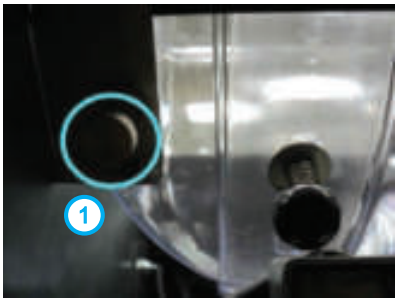

Рисунок 5.7
При открытой двери автомата потяните на себя прижим контейнера (1), расположенный в левом верхнем углу автомата (см.рис.5.7) и, не отпуская прижим, извлеките контейнер.